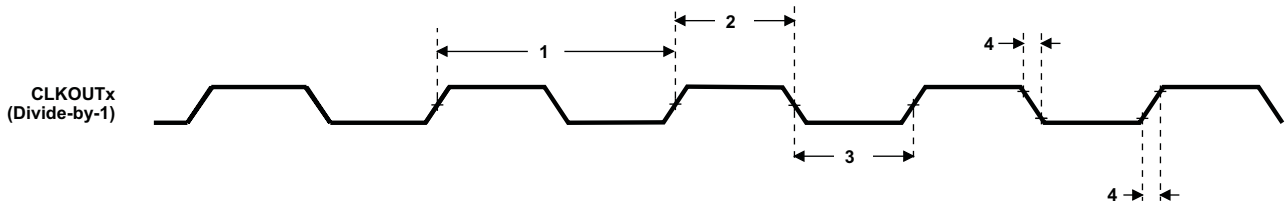

Figure 7-15. CLKOUTx Timing
Table 7-18. Switching Characteristics Over Recommended Operating Conditions for CLKOUTx (CLKOUT0 and CLKOUT1)(1) (2) (see Figure 7-15)